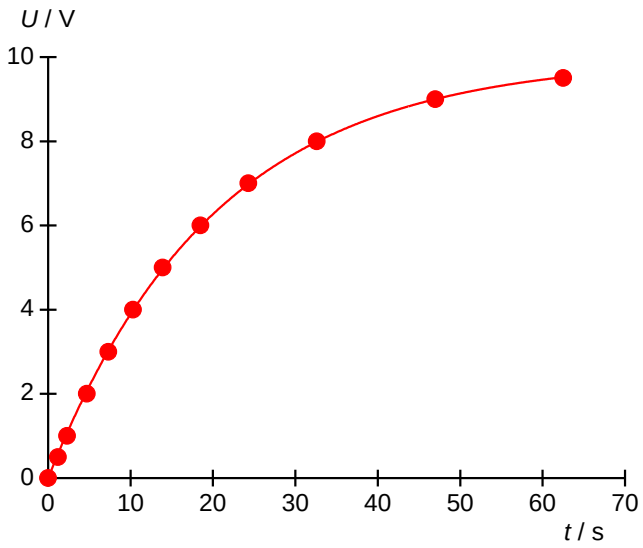

Fig. 2: Ladekurve des internen R/C-Paares 3.
Fig. 2 und 3 zeigen beispielhaft die Lade- und Entladekurve für das interne R/C-Paar 3. Die nach den Gleichungen (1) und (2) erwarteten exponentiellen Verläufe werden bestätigt.